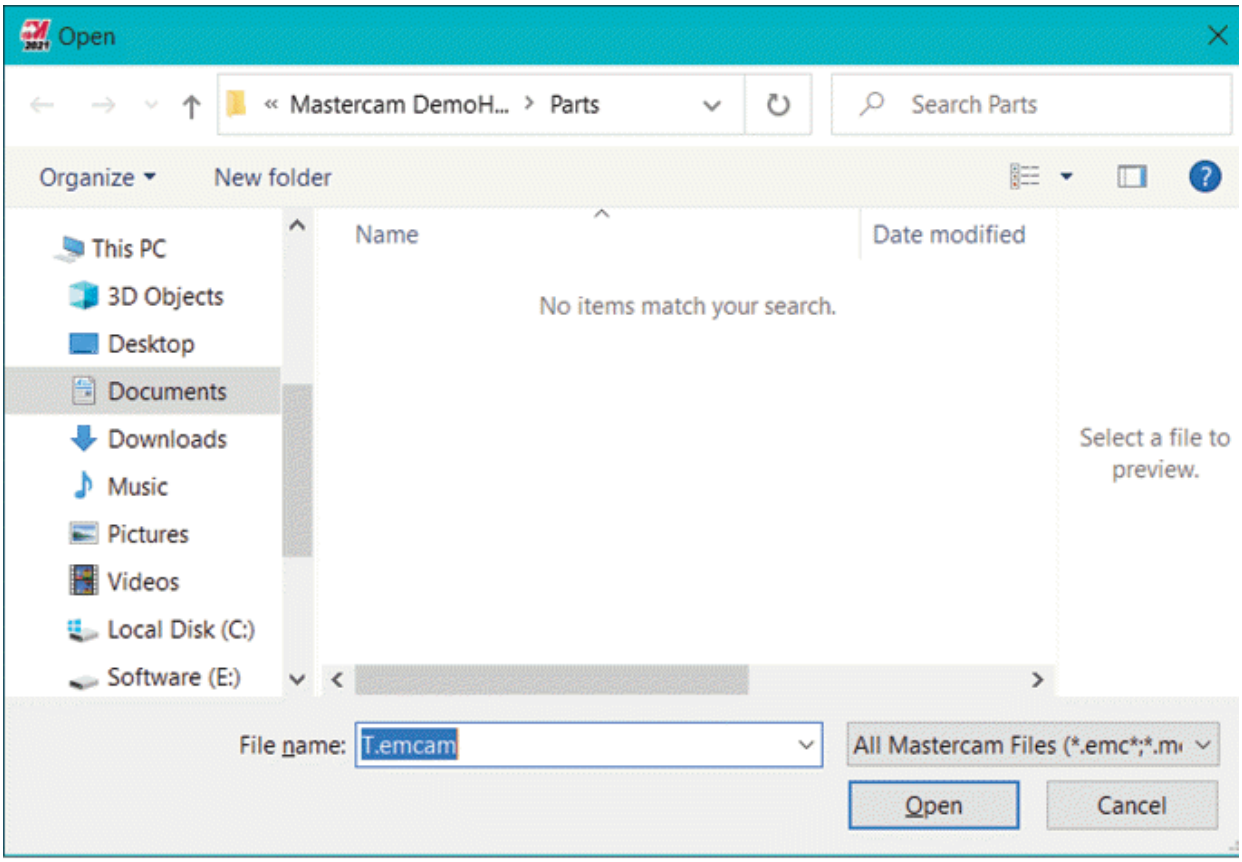

Figure-60. Open dialog box
- Select the **Computer** option from the menu and then click on the **Browse** button. The **Open** dialog box will be displayed; refer to Figure-60.